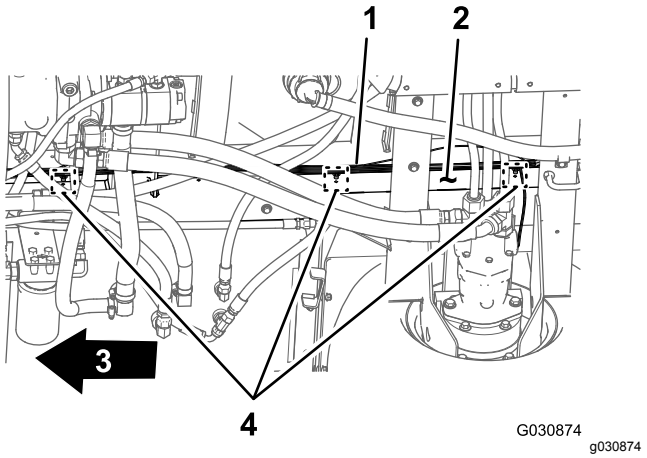

Figur 52
3. Fjern de 3 skubbefastgørelsesanordninger, der fastgør det bageste ledningsnet til hullerne i maskinens højre stelrør (Figur 52).